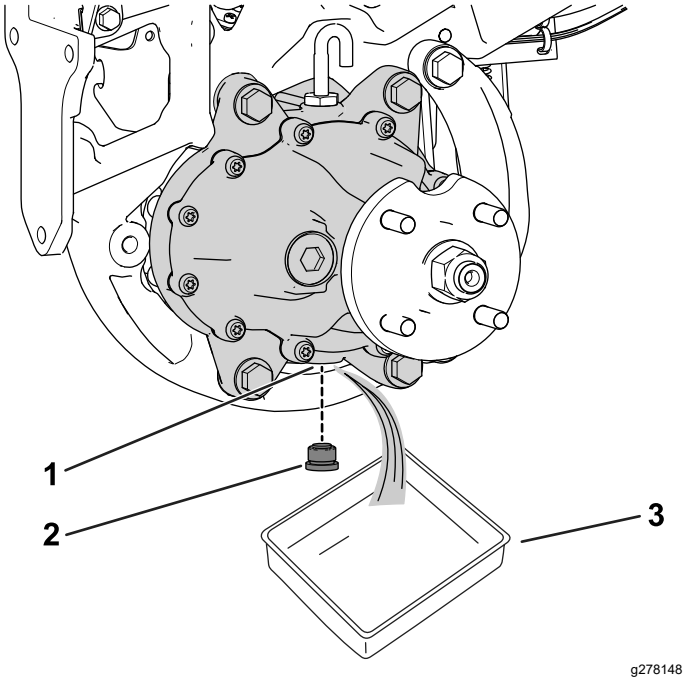

Figur 3
1. Plasser et tappefat under hjulmotor-enheten (Figur 3).
2. Fjern pluggen fra tappeåpningen (Figur 3).
4. Monter tappepluggen inn i tappeåpningen (Figur 3).